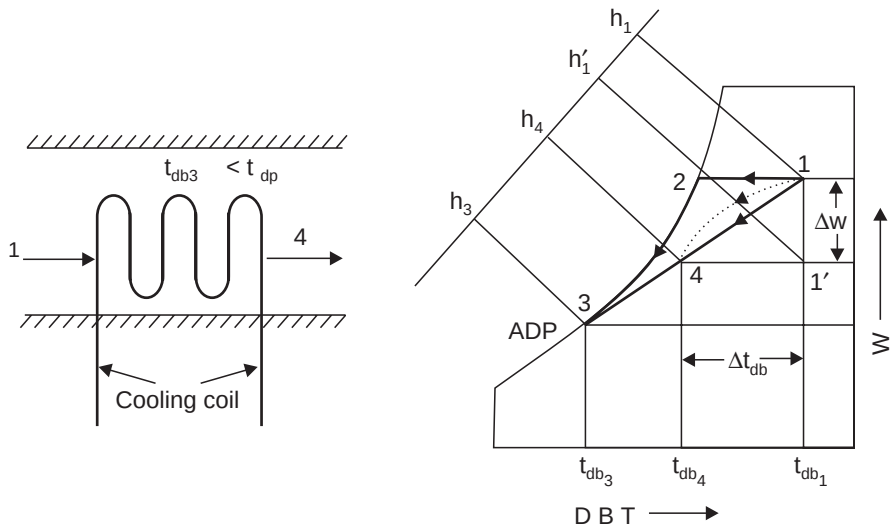

Fig. 10.12. Cooling and dehumidification.
Refer Fig. 10.12. Whenever air is made to pass over a surface or through a spray of water that is at a *temperature less than the dew point temperature of the air, condensation of some of the water vapour in air will occur simultaneously with the sensible cooling process.* Any air that
comes into sufficient contact with the cooling surface will be reduced in temperature to the mean surface temperature along a path such as 1-2-3 in Fig. 10.12, with condensation and therefore dehumidification occurring between points 2 and 3. The air that does not contact the surface will be finally cooled by mixing with the portion that did, and the final state point will somewhere on the straight line connecting points 1 and 3. The actual path of air during the path will not be straight line shown but will be something similarly to the curved dashed line 1–4. It will result
from a continuous mixing of air which is connecting a particular part of the coil and air which is by passing it. It is convenient, however to analyse the problem with the straight line shown, and to assume that the final air state results from the mixing of air that has completely by passed the coil with air that has been cooled to the mean effective surface temperature. If there is enough contact between air and surface for all the air to come to the mean surface temperature, the process is one of zero by pass. In any practical system, complete saturation is not obtained and final state will be a point such as 4 in Fig. 10.12 with an equivalent by pass factor equal to $\frac{\text{length 3-4}}{\text{length 3-1}}$. For processes involving condensation, the effective surface temperature, *e.g.* t_{db_3} in Fig. 10.12 is called '**apparatus dew point**' (ADP). The final state point of air passing through a cooling and dehumidifying apparatus is in effect a mixture condition that results from mixing the fraction of the air, which is equal to the equivalent by-pass factor (BF) and is at initial state point and the remaining fraction which is equal to one minus by pass factor (1–BF) and is saturated at the apparatus dew point (ADP).